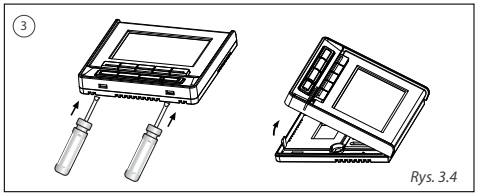

Rys. 3.4
4. Odkręć śruby w dolnej pokrywie sterownika za pomocą śrubokrętu. (Patrz Rys. 3.4)